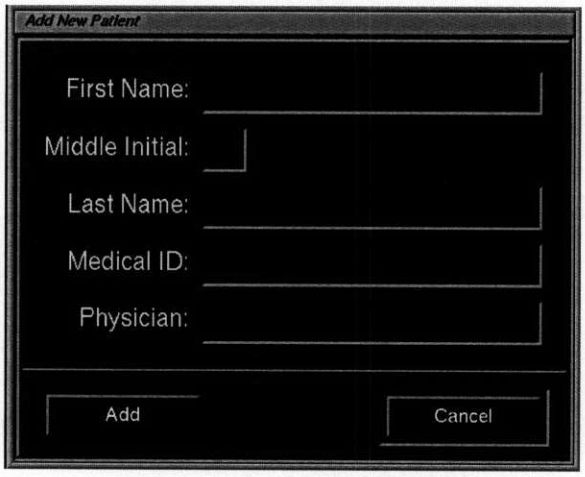

**Figure 2 Add New Patient**
**Step 2.** Click **ADD PATIENT** in the patients window. The Add New Patient window (*Figure 2 Add New Patient, page 2*) appears.